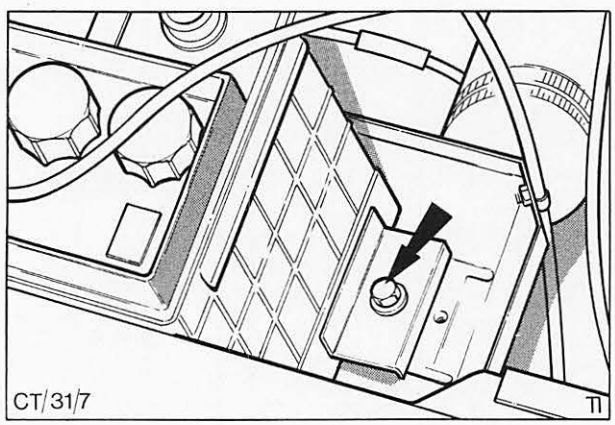

Abb. 9 Klemmschraube – Batteriehalteblech
3. Klemmschraube und Batteriehalteblech entfernen, Batterie herausheben, Abb. 9.